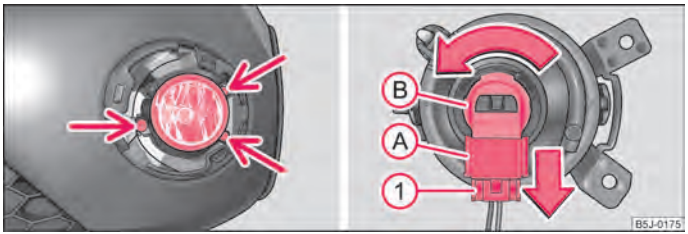

Fig. 163 Paraurti anteriore: Fendinebbia / sostituzione delle lampadine
– Con l'aiuto del cacciavite svitare [1] le viti dell'attrezzo di bordo ⇒ fig. 163 - a sinistra.
– Premere la sicura ① ⇒ fig. 163 del connettore Ⓐ e toglierlo dal portalampada Ⓑ.